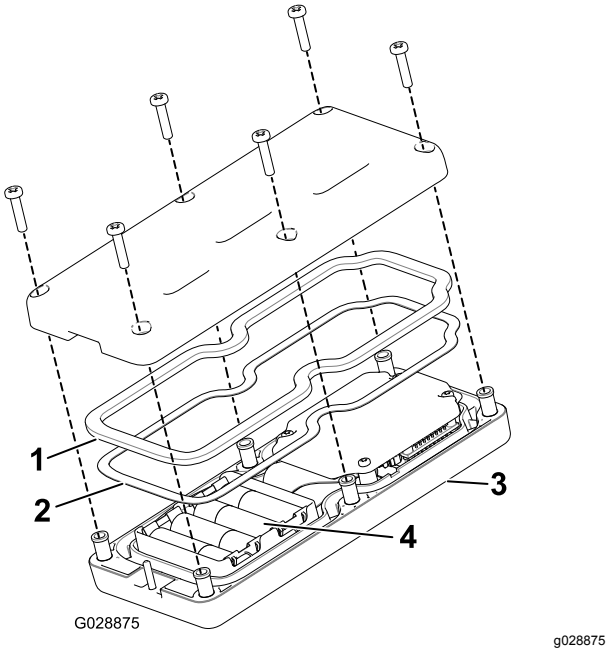

Rysunek 38
3. Odkręć 6 śrub z tyłu pilota, a następnie zdejmij pokrywę (Rysunek 38).
5. Podłącz każdą nową baterię do zacisków, zachowując odpowiednią biegunowość. (Jeśli baterie zostaną zamontowane nieprawidłowo, urządzenie nie zostanie uszkodzone, ale nie będzie działać). Na uchwycie wytłoczona jest biegunowość każdego zacisku (Rysunek 38).
6. W razie przypadkowego wyjęcia uszczelki gumowej i uszczelki stalowej ostrożnie włóż je z powrotem do rowka w obudowie pilota (Rysunek 38).
7. Załóż z powrotem pokrywę i przykręć ją za pomocą 6 odkręconych wcześniej śrub (Rysunek 38). Dokręć śruby z momentem od 1,5 do 1,7 N·m.